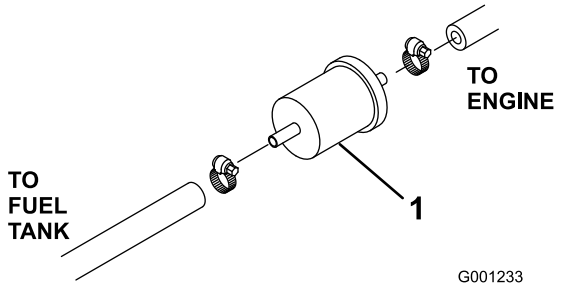

Figur 51
1. Kläm ihop båda bränsleledningarna som är anslutna till bränslefiltret, som sitter mellan bränsletanken och bränslepumpen, så att bränsle inte kan tappas ur när ledningarna tas bort (Figur 51).